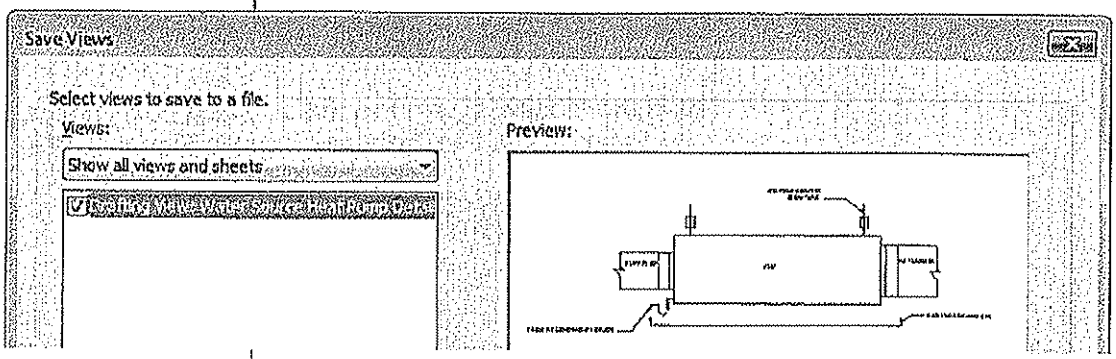

Figure 15–30
2. In the Saved Views dialog box select the **Drafting View: Water Source Heat Pump Detail**, as shown in Figure 15–30 and click OK.